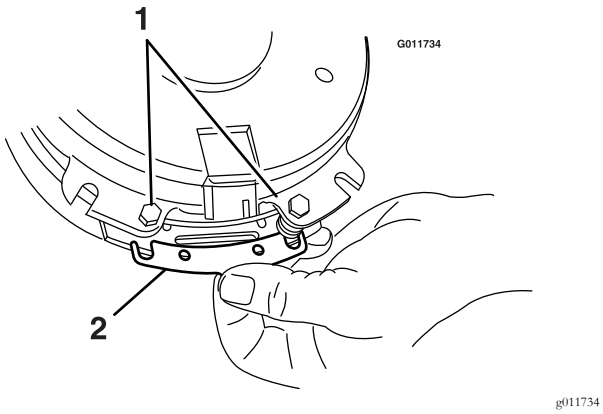

Figure 39
A. Loosen both brake mounting bolts one-half to one full turn (see Figure 39).